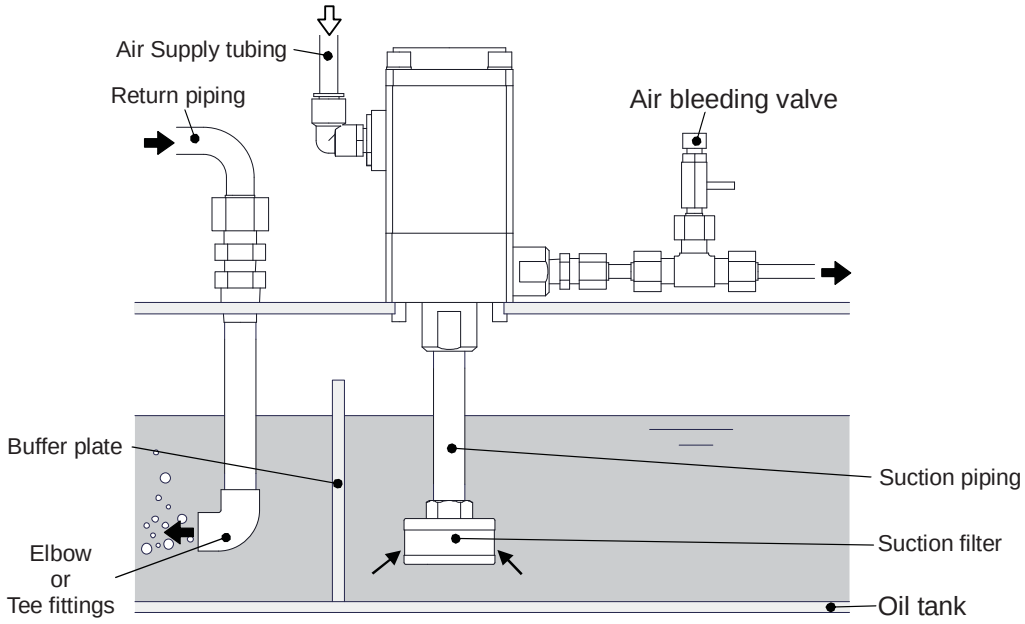

Figure 3.3
(1) The valve makes smooth air bleeding on the discharge piping when starting. (Refer to Fig. 3.3)
(2) When discharging oil, it comes pulses. In case of pulsing, use an accumulator (min. 10cm^3).
Oil returns to the tank through piping is mixed air, it makes bubbles in the tank. The bubbles through the suction filter to the pump make to idle and cannot discharge the oil. In order to protect idling, treat the following as Fig. 3.3.